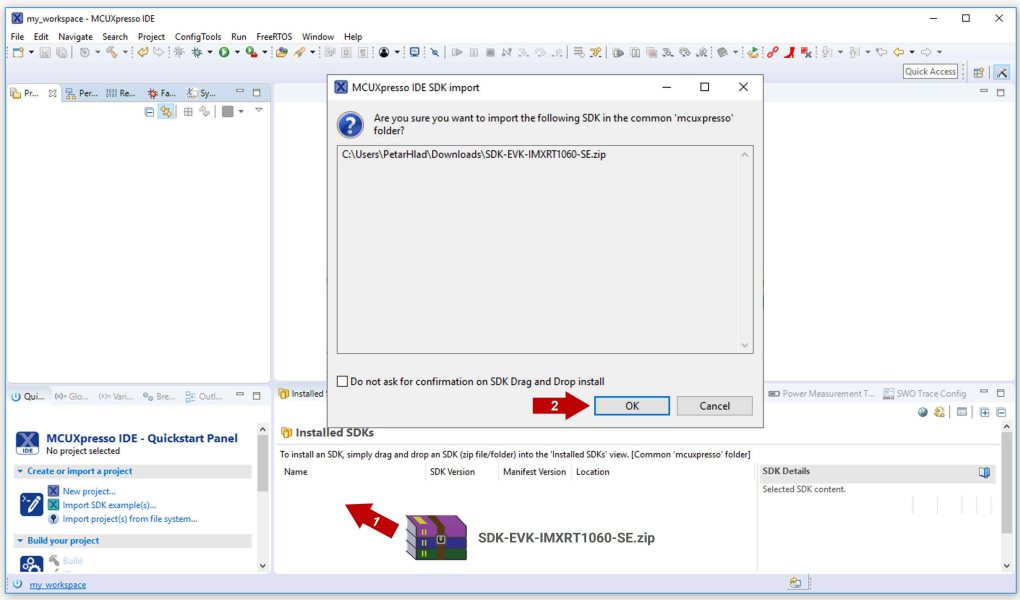

Figure 9. Import the board SDK into MCUXpresso environment
After downloading the SDK for your board, you need to install it in MCUXpresso. To install the SDK, (1) drag and drop the SDK zip file in the ***Installed SDKs*** section in the bottom part of the MCUXpresso IDE and (2) click ***OK*** as shown in Figure 9:
Note: *If there is not an SE05x orange label on top of the board image, MCUXpresso may be recognizing a board SDK with a higher version number, downloaded from* MCUXpresso SDK Builder website*. To access the most up-to-date and complete list of EdgeLock SE05x project examples, first you need to uninstall the SDK currently installed, and then repeat the process indicated in* Figure 9*.*